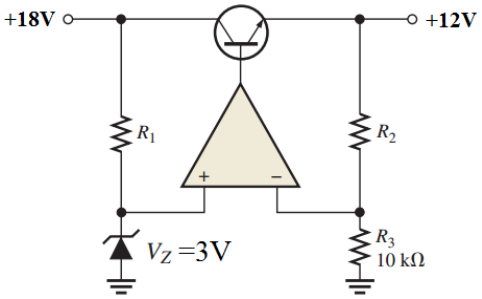

FIGURA 2
(B) Determine o valor do resistor R_2 no regulador de tensão mostrado na figura 2.